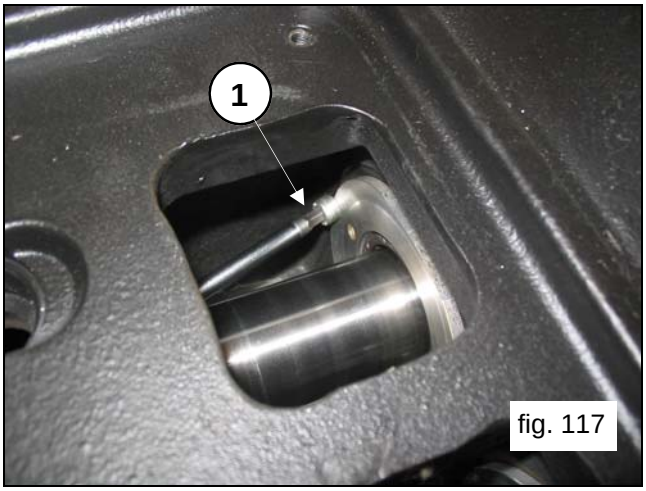

fig. 117
If replacement of the piston guide oil seal is needed, disassemble the oil seal cover by operating as follows: Unfasten the two screws of the oil seal cover (pos.①, fig.117).